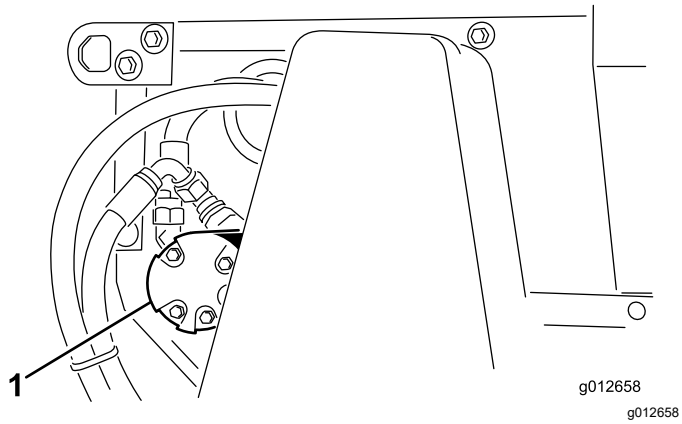

Figur 41
2. Løsn møtrikkerne, der fastgør børstemotoren (Figur 41) på den venstre side af maskinen.